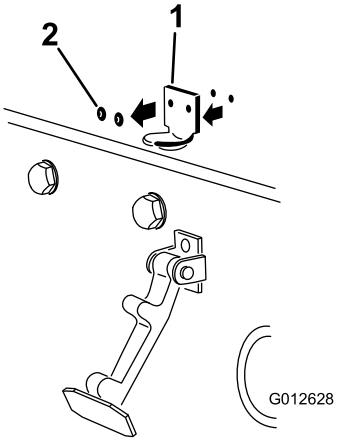

**Figur 7**
2. Fjern de (2) nitter, der fastholder motorhjelmslåsen på hjelmen (Figur 7). Fjern hjelmlåsebeslaget fra motorhjelmen.